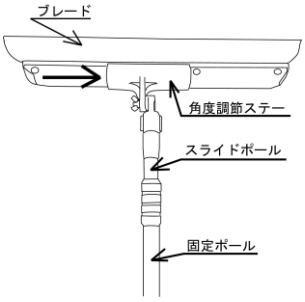

図４
④ブレードを矢印方向にスライドさせて角度調節ステーに押し込み、角度調節ステーを利用して、ブレードの角度を決めて、蝶ナットを時計回転方向に回して、確実に固定してください（図４参照）。
⑤固定ポールを持ち、スライドポールを反時計回転方向に回すと、伸縮する事ができます。任意の長さに伸縮させて、スライドポールを時計回転方向に回して固定してください。